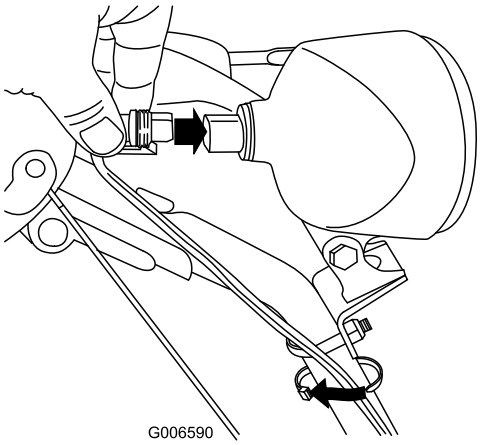

Figur 59
6. Sæt ledningsstikket ind bag på forlygten, indtil det sidder korrekt fast (Figur 59).